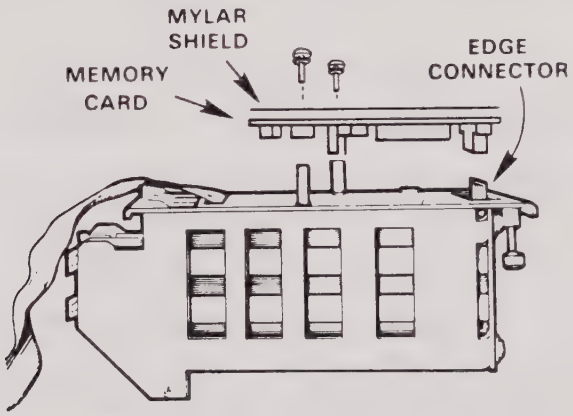

Figure 3. Memory Board Removal
7. Remove the two Phillips-head screws and armite or mylar shield from the memory board (figure 3). Retain the washers and screws for reassembly. (If you are updating a UniPak 2B that was factory built, rather than a field conversion, it will not contain any washers.)
8. Pull the old memory board straight up to unplug it from the card edge connector (as shown in figure 3), and discard it.